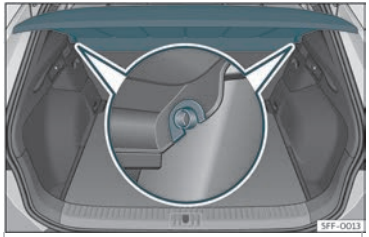

Abb. 110 Im Gepäckraum: Gepäckraumabdeckung aus- und einbauen.
- Drücken Sie die Abdeckung aus den Seitenhalterungen ››› **Abb. 110** aus, indem Sie diese nach oben ziehen und herausnehmen.
- Führen Sie die Abdeckung horizontal ein, so dass das „Hufeisen“ über den Achsen der Halter ››› **Abb. 110** liegt und drücken Sie die Abdeckung nach unten, bis sie einrastet.